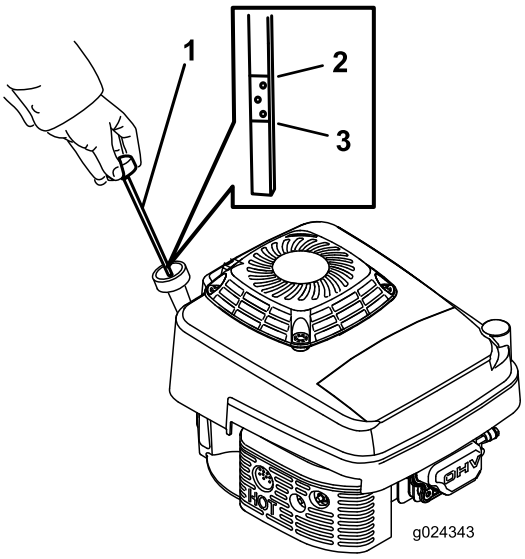

Figure 7
Avant chaque utilisation, vérifiez que le niveau d'huile se situe entre les repères maximum et minimum sur la jauge (Figure 7).
2. Nettoyez la surface autour de la jauge (Figure 7).